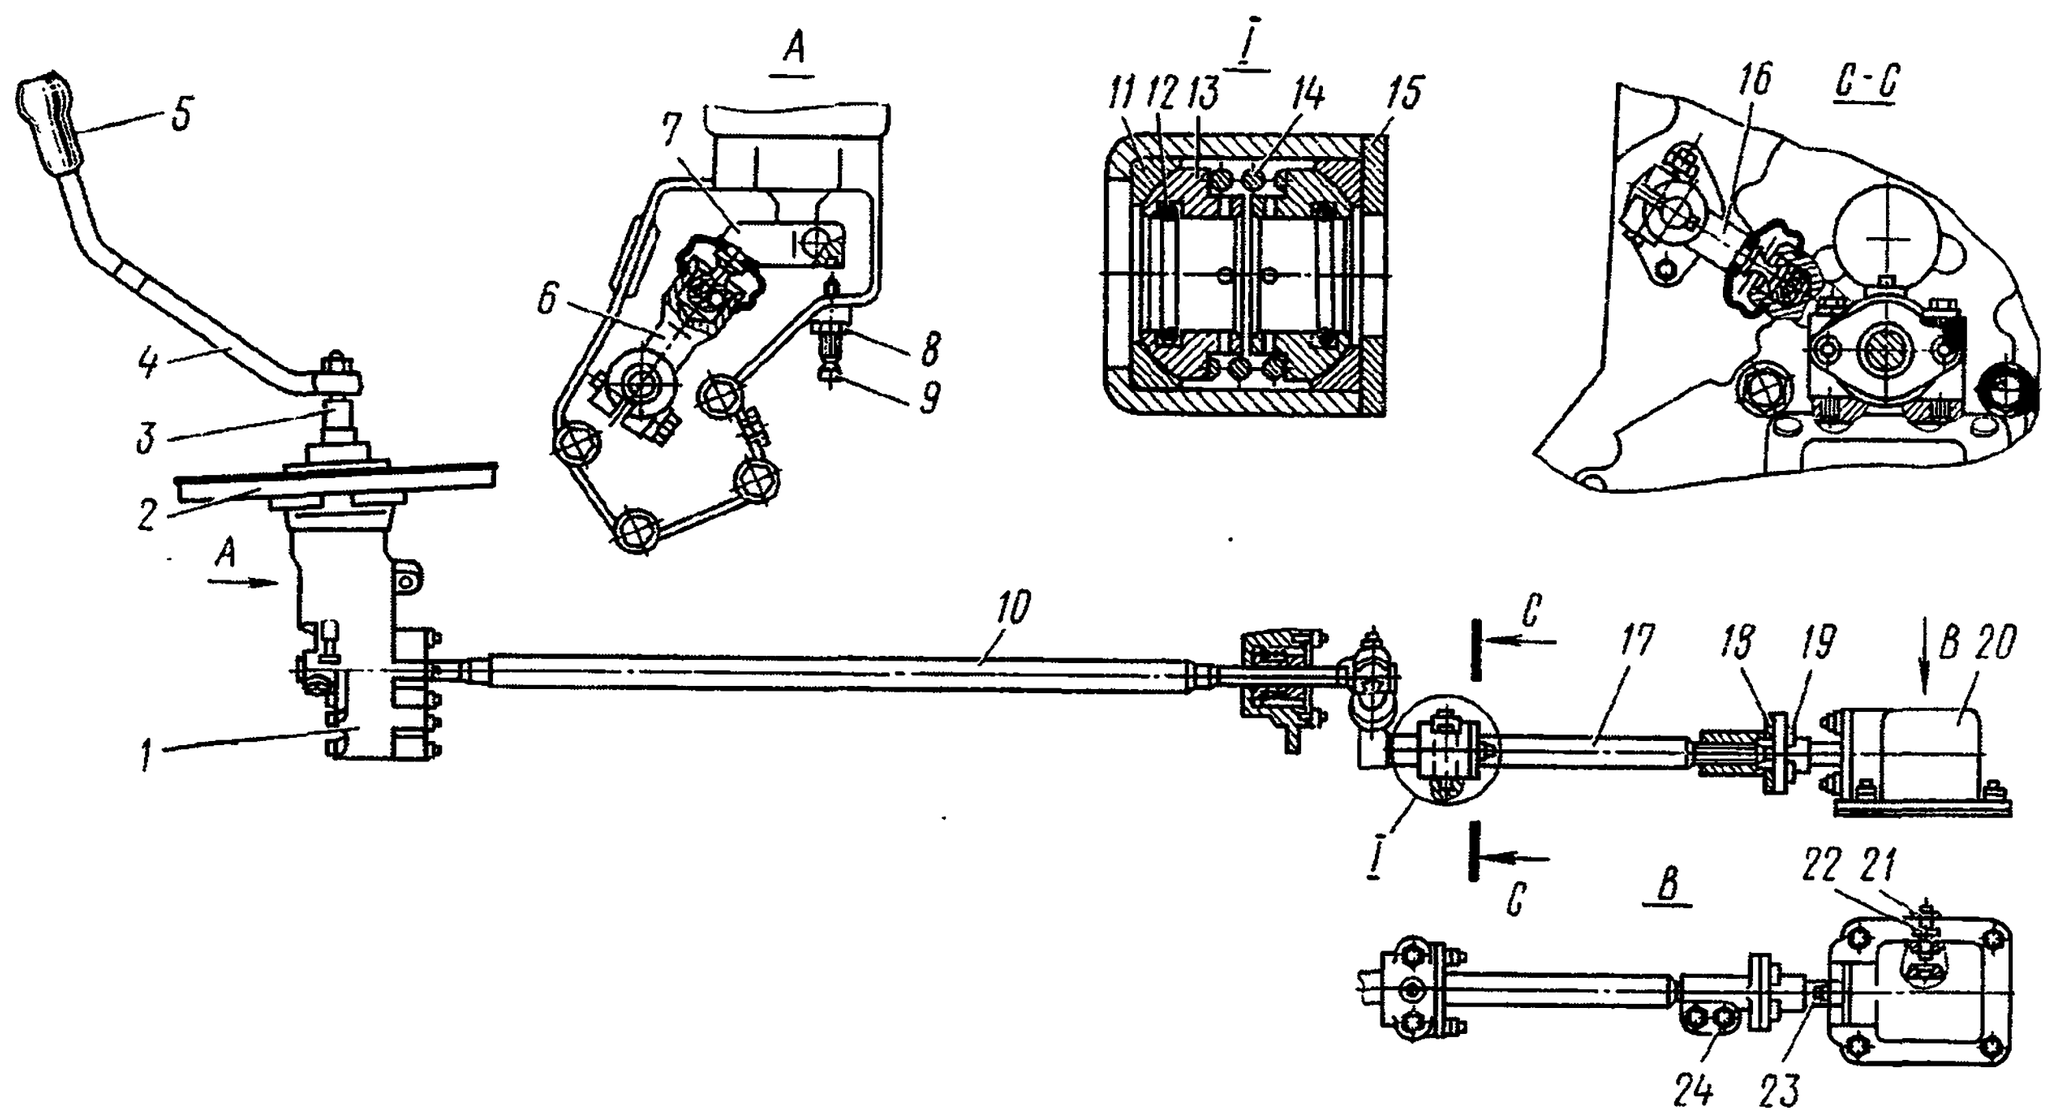

Рис. 44. Привод управления механизмом переключения передач:
13. Выверните стяжной болт рычага *16* (рис. 44) передней тяги *10* переключения передач и, выключив передачу, разъедините переднюю тягу и рычаг	Ключ 17 мм, молоток
— установите рычаг переключения коробки передач в нейтральное положение и застопорите рычаг *7* (см. рис. 44) наконечника вворачиванием	Ключи 17, 19 мм
8. Выверните болты *19* (см. рис. 44) соединения фланца штока *23* механизма переключения передач с регулировочным фланцем *18*	Накидной ключ 13 мм
24. Вверните болты *19* (см. рис. 44) соединения фланца штока *33* механизма переключения передач с регулировочным фланцем *18*	Накидной ключ 13 мм